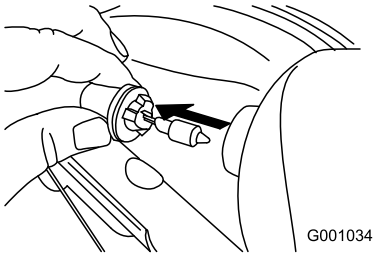

Figur 59
3. Dra lampan rakt ut på strålkastarens baksida (Figur 59).